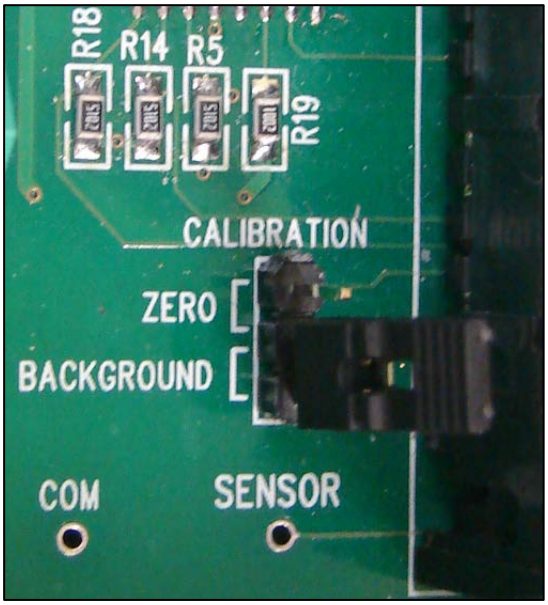

Figure 12: Shorting the Background Jumpers
5. Using the supplied jumper, short the Background jumpers for 10 seconds as shown in Figure 12.